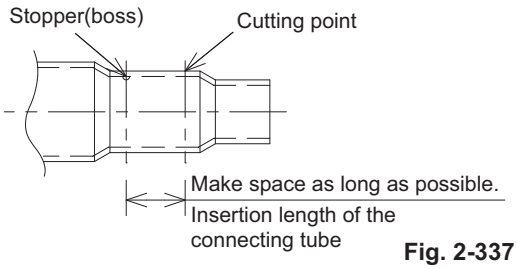

Fig. 2-337
- Cut off as far away from stopper as possible. (Fig. 2-337)